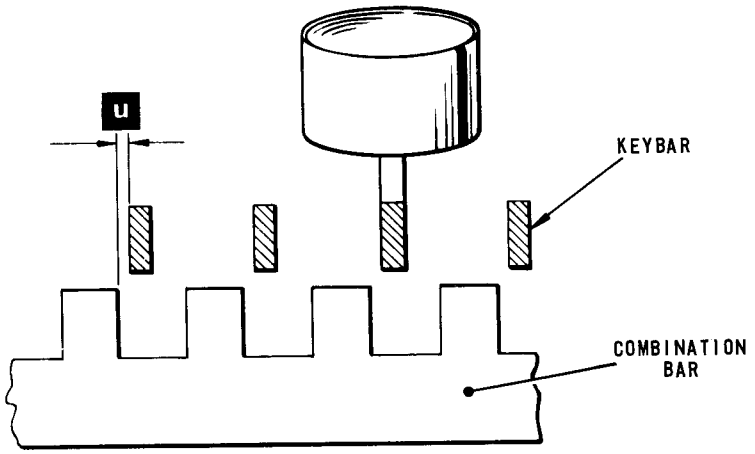

Fig. 4.14 KEYBAR/COMBINATION BAR CLEARANCE
20.1 With the keyboard in the reset condition, i.e. with the combination bars, Fig.4.14, latched back, check that there is a horizontal clearance of